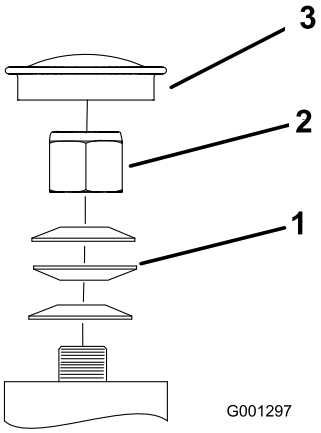

Figuur 52
3. Verwijder de stofkap van het zwenkwiel en draai de borgmoer aan (Figuur 52).
4. Draai de borgmoer aan totdat de veerringen vlak liggen, en draai deze vervolgens een 1/4 slag terug om de voorspanning op de lagers correct af te stellen (Figuur 52).
Belangrijk: De veerringen moeten op de juiste wijze worden gemonteerd zoals wordt getoond in Figuur 52.
5. Plaats de stofkap (Figuur 52).